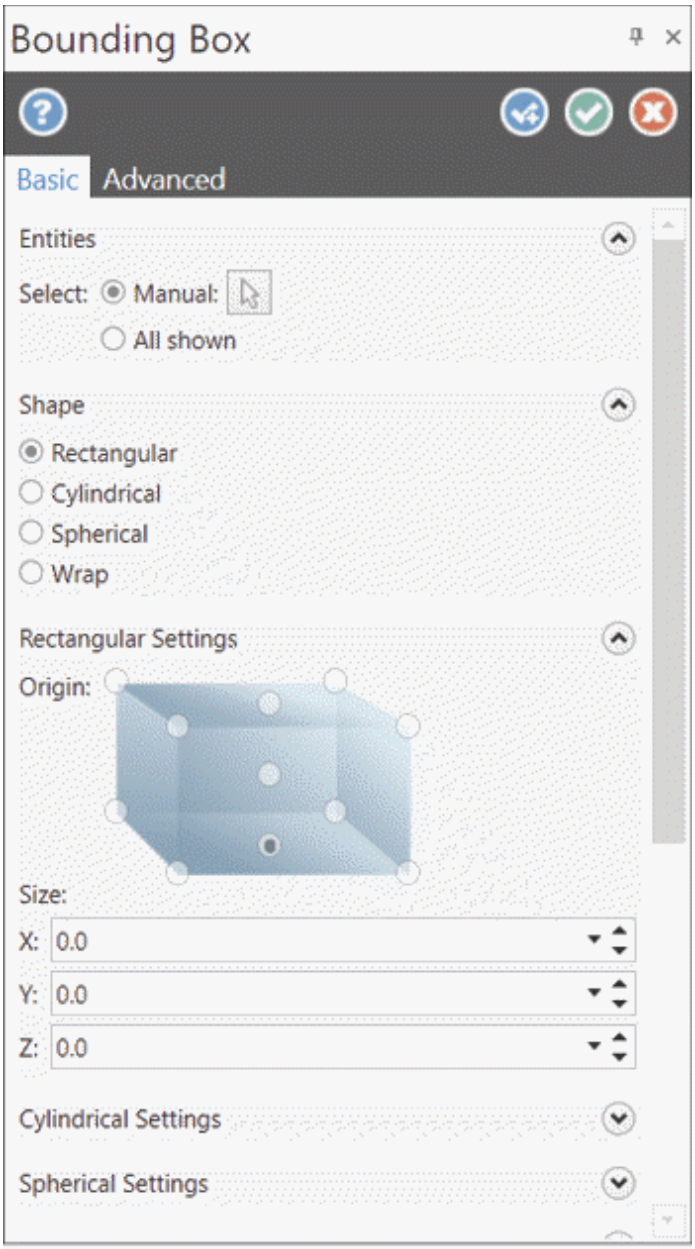

Figure-61. Bounding Box Manager
- Click on the **Bounding Box** tool from the **Shapes** group in the **Wireframe** tab of the **Ribbon**. The **Bounding Box Manager** will be displayed; refer to Figure-61 and you will be asked to select objects to be bound.